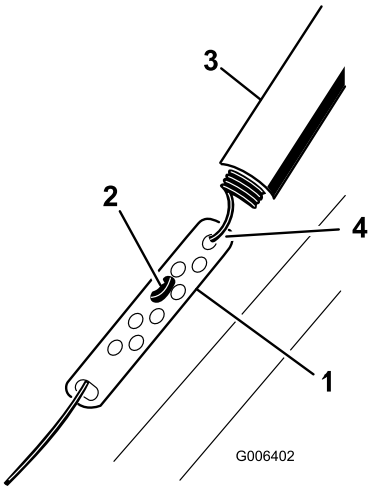

Рисунок 26
1. Сдвиньте вверх крышку пружины и отсоедините пружину от регулировочного звена (Рисунок 26).